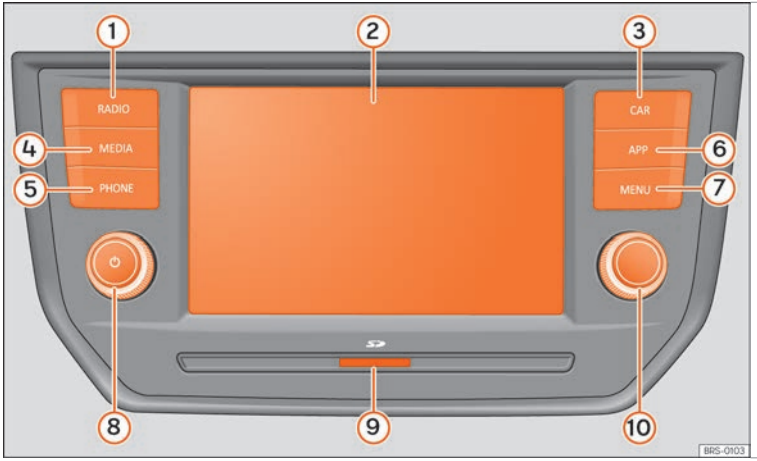
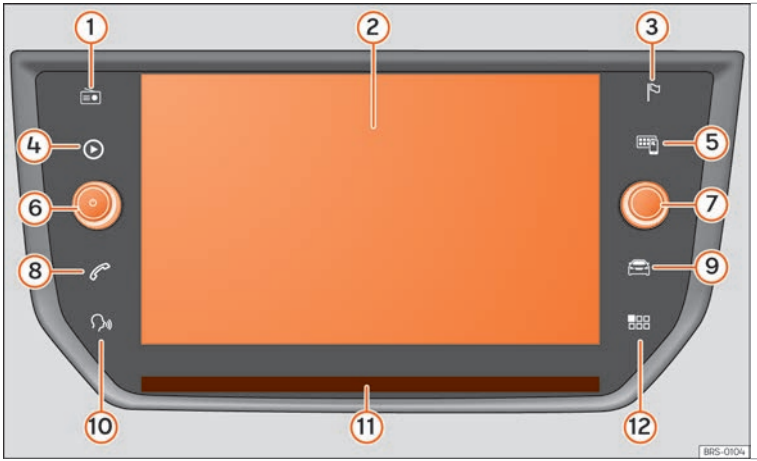

Fig. 173 Quadro geral dos comandos (esta configuração depende da versão).
Fig. 174 Quadro geral dos comandos (esta configuração depende da versão).
As entradas das listas podem ativar-se pressionando-as diretamente no ecrã ou com o botão de ajuste ››› Fig. 173 ⑩, ››› Fig. 174 ⑦.